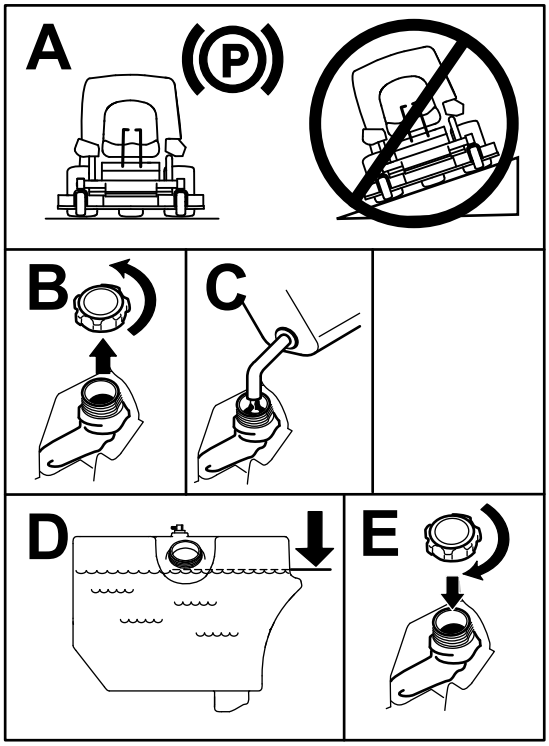

**Figure 7**
5. Remplissez le réservoir de carburant jusqu'au bas du goulot de remplissage (Figure 7).